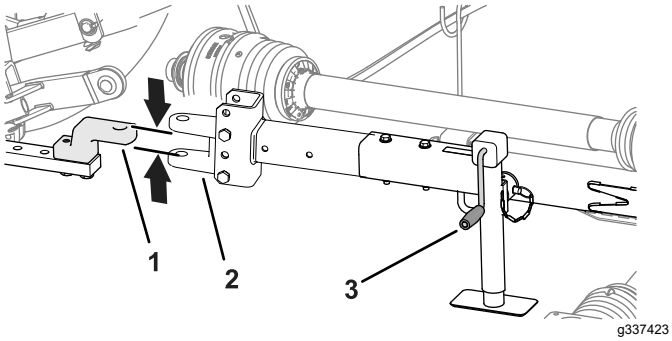

Figuur 28
1. Gebruik de zwengel van de steun om de steun van de sleepstang omhoog of omlaag te brengen en de sleepstang uit te lijnen met de trekstang of scharnierpenkoppeling (Figuur 28).
3. Lijn de trekstang of scharnierpenkoppeling van het trekvoertuig uit met de sleepstang van de maaier (Figuur 28).